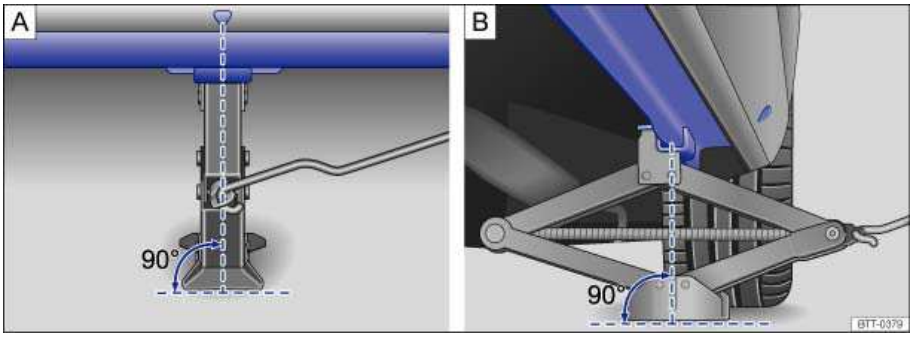

Fig. 170 Jack in position at the left rear lift point.
10. Position the jack so that its base is directly underneath the lift point ⇒ fig. 170, making sure that the entire base of the jack rests securely on the ground.